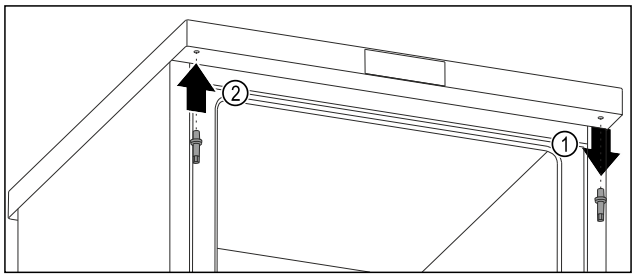

Fig. 12
▶ Extrageți prin rotire bolțul superior cu cheia cu hexagon exterior. *Fig. 12 (1)*
▶ Înșurubați ferm bolțul pe partea opusă cu cheia cu hexagon exterior. *Fig. 12 (2)*